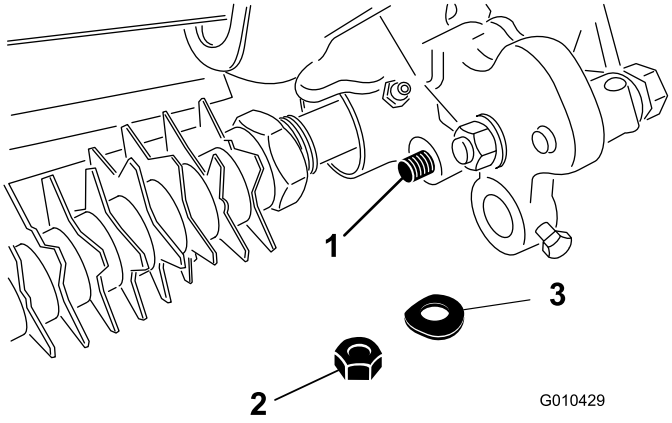

Figur 15
8. Fäst änden på justerarmens stång vid trimsatsdrivenheten med en fjäderbricka och låsmutter (3/8 tum) i enlighet med Figur 15.
13. Fäst justerarmens stångände vid trimsatsdrivenheten med en fjäderbricka och låsmutter (3/8 tum) i enlighet med Figur 15.